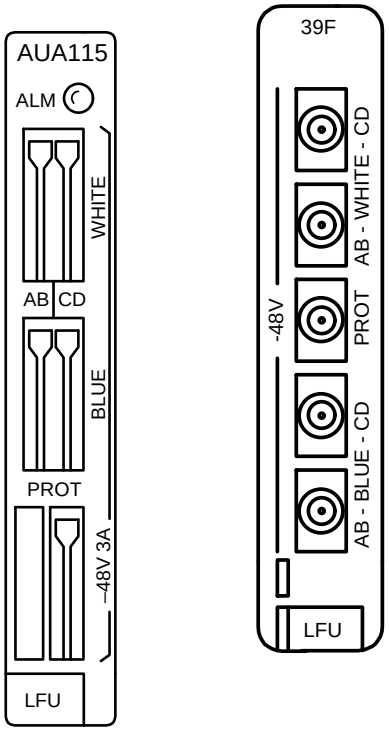

**Figure 1 – AUA115 and 39F Line Fuse Unit**
1. Get one **AUA115** or **39F LFU** (Figure 1) and inspect for possible damage.